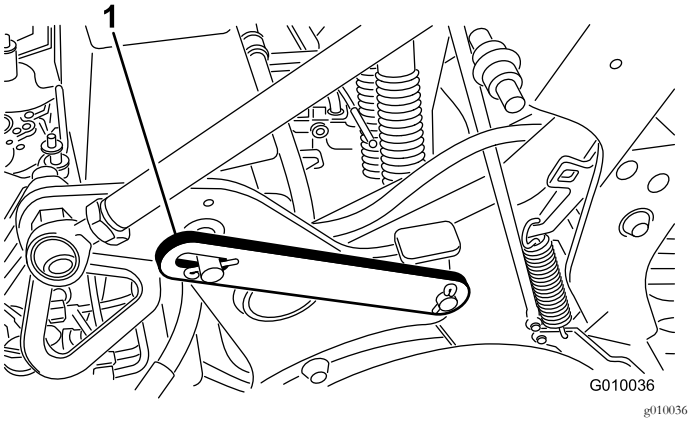

**Figur 20**
3. Ta bort klipsringen som sikrer servicelåsen i lagringsposisjon (Figur 20).